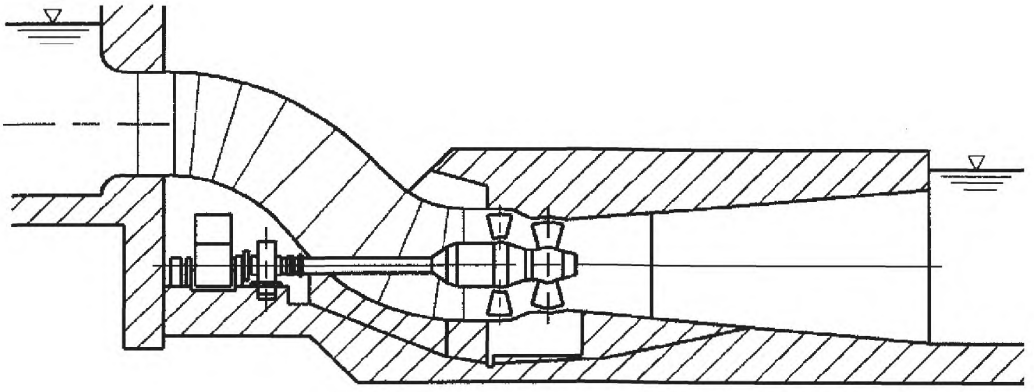

Рисунок 7 — Агрегат с генератором в верховой части здания
- установка в нижней части агрегата S-образного типа, см. рисунок 7.